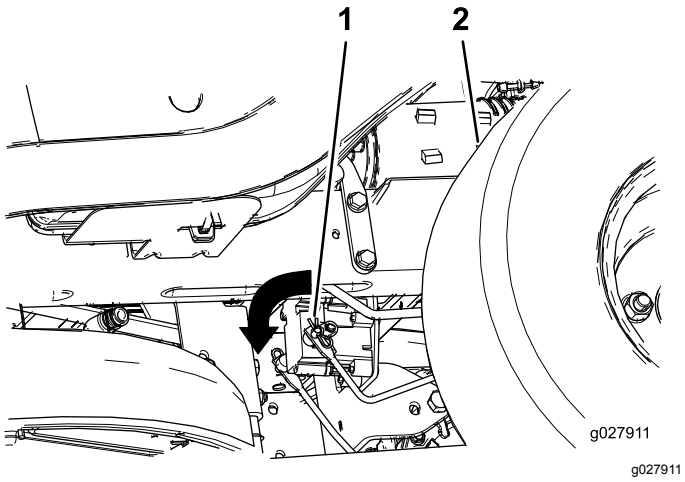

Figura 50
2. Localize o veio no travão elétrico onde os braços de articulação do travão estão ligados (Figura 50).